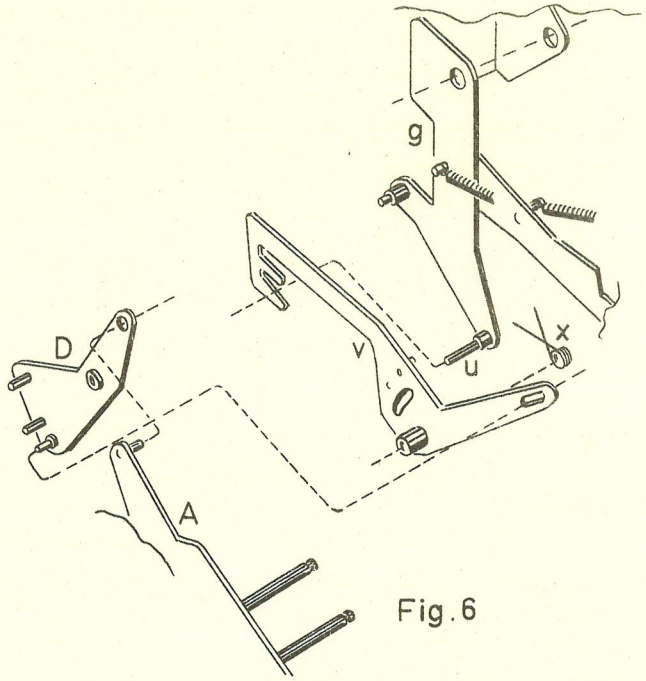

Fig. 6
10. Der Einstellschlitten [A] ist noch nicht wiederhergestellt worden, und das verhindert dass eine M-Taste gedrückt wird, bevor die Umdrehungen zu Ende sind. Fig. 6 zeigt die Teile, die die Wiederherstellung des Einstellschlittens verhindern. Gerade wie die letzte Umdrehung zu Ende ist, schwenkt die Schaltbrücke [g] zu der Nullposition, und der Zapfen [u] macht den Sperrhebel [v] frei. Der Sperrhebel schwenkt unter Wirkung der Feder [x] zu der Nullposition, und da der Sperrhebel mit der Wippe [D] in Verbindung ist, wird der Einstellschlitten [A] betätigt. Der Einstellschlitten wird dadurch wiederhergestellt, und der Zapfen des Einstellschlittens betätigt nicht die M-Tasten, weshalb die Tasten nicht gesperrt sind, und die gedrückte Taste wird wiederhergestellt.